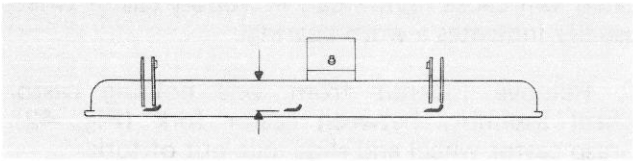

Figure 43
2. Rotate blade until the ends face forward and backward (Fig. 43). Measure from inside of cutting unit to cutting edge at front of blade (Fig. 43), and remember this dimension.